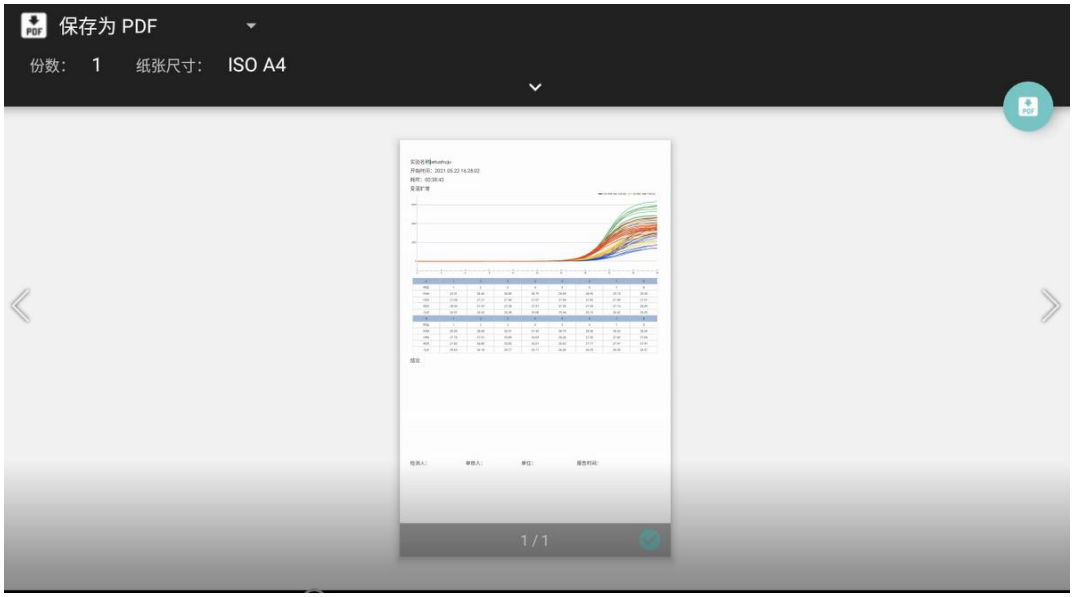

Figure 4.6-4 Save as PDF file page
4) Click the "OK" button to enter the Figure 4.6-4 page